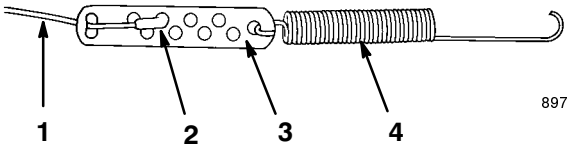

Figur 4
3. Säkra kabeländen till kabeljusteraren enligt anvisningarna i Figur 4.